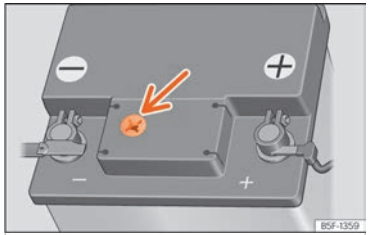

Fig. 181 Espiell a la part superior de la bateria de 12 volts (representació esquemàtica).
- Comproveu l'indicador de color de l'espiell a la part superior de la bateria ››› fig. 181.